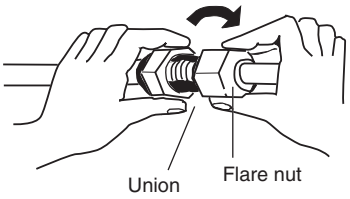

Fig. 5-5
(3) For proper connection, align the union tube and flare tube straight with each other, then screw on the flare nut lightly at first to obtain a smooth match. (Fig. 5-5)